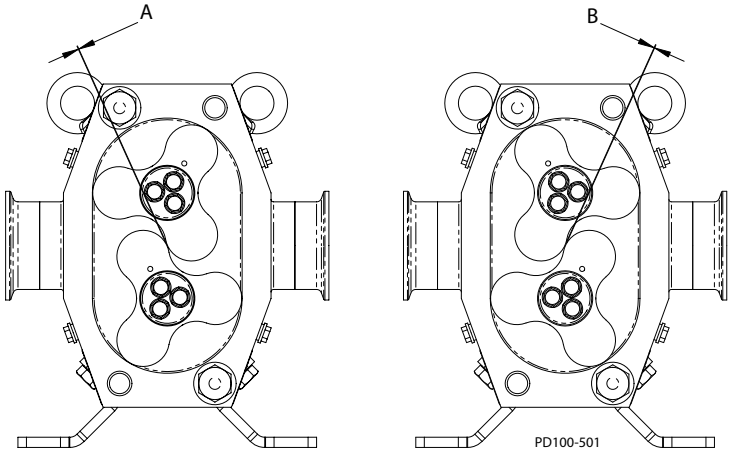

Figura 63 - Gioco del rotore
10. Controllare il gioco tra i rotori nelle posizioni mostrate nella Figura 63.
11. Le dimensioni del gioco "A" e "B" indicate nella Figura 63 devono rientrare negli intervalli specificati nella Tabella 11 in tutte le posizioni. Regolare la posizione degli ingranaggi sull'albero di trasmissione come richiesto.